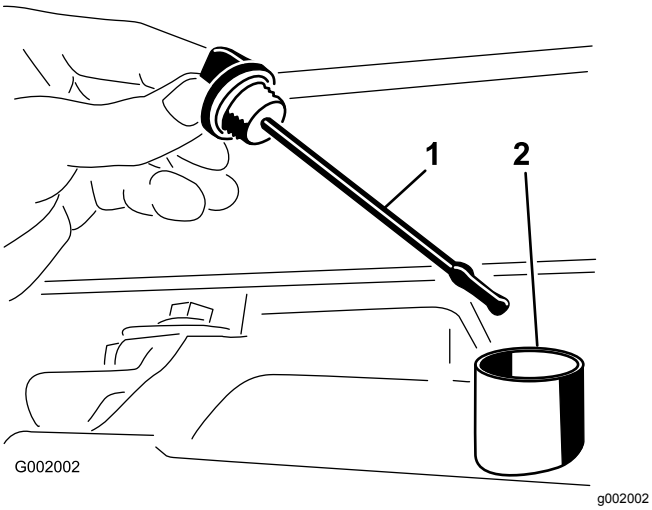

**Rysunek 52**
2. Wyciągnij wskaźnik poziomu oleju w skrzyni biegów i przetrzyj go czystą szmatką (Rysunek 52).